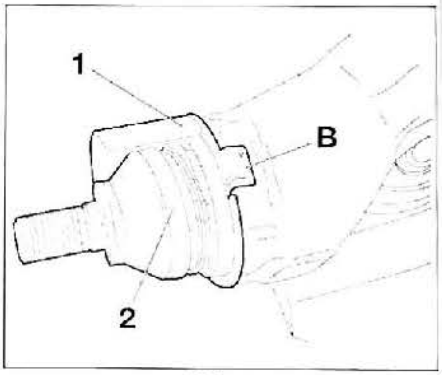

FIG. 15
• Desmontar la chapa de protección (1) con un destornillador **(fig. 15).**